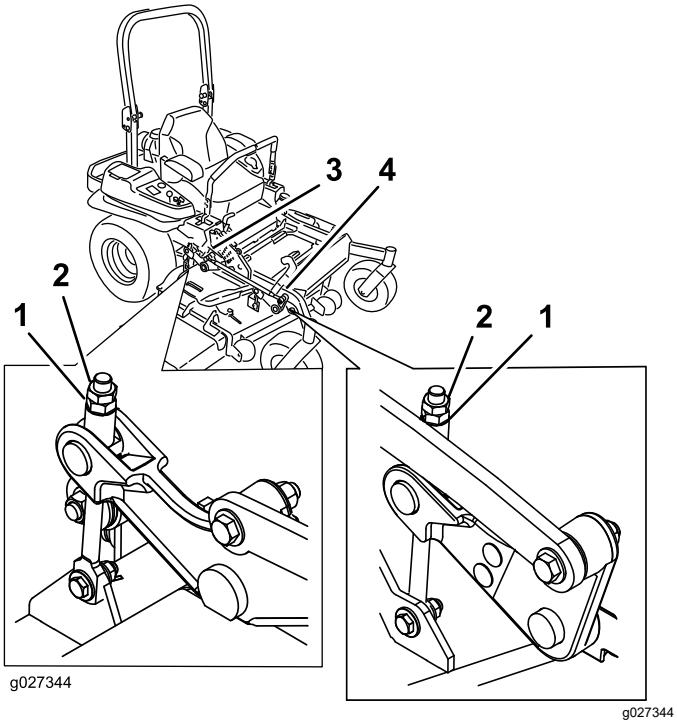

Figur 114
10. Finindstil justermøtrikken på forreste skjoldløfteenhed ved at dreje den (Figur 114).
16. Finjuster justeringsskruen ved at dreje den til en højde på 8,3 mm (Figur 114).